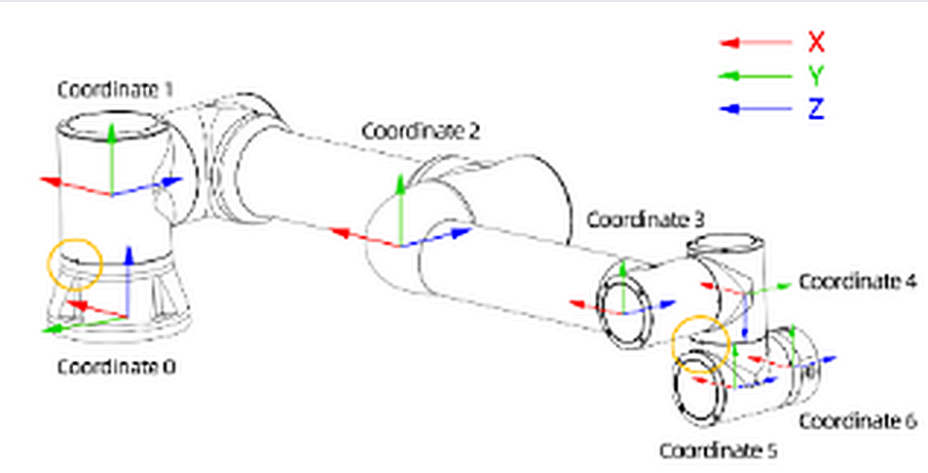

Rys. 22. Rysunek z okna pakowania, powiększony: robot w pozycji zerowej, znaczniki zera w pomarańczowych okręgach (dokumentacja FAIRINO, rys. 14.1-1).
6. Przed ruchem do pozycji zerowej sprawdź, czy w pełnym zasięgu ramienia nie ma ludzi ani przeszkód. Na rysunku w oknie robot w pozycji zerowej ma ramię wyprostowane poziomo (rys. 22). Zasięg według producenta: FR5 922 mm, FR10 1400 mm, FR20 1854 mm. Potem w punkcie 1 kliknij **Ruch** *(Move)* przy „Przejdź do pozycji zerowej” *(Move to zero point)*. Robot ustawi wszystkie przeguby w pozycji zerowej.
7. Punkt 2: sprawdź, czy nacięcia (znaczniki zera) na wszystkich przegubach są w jednej linii, jak w pomarańczowych okręgach na rysunku w oknie (rys. 22). Jeśli nie są, przerwij pakowanie i skontaktuj się z Aveną.